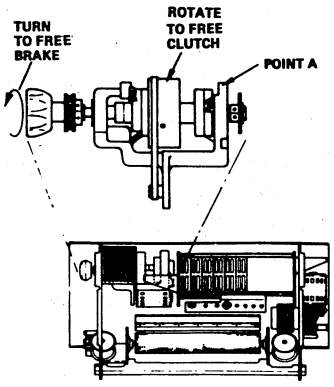

Figure 8-4. Freeing the Particle Unit
3. If the brake is frozen, rock the knob while tapping the casting at point A in figure 8-4 with a plastic mallet until the knob turns freely.